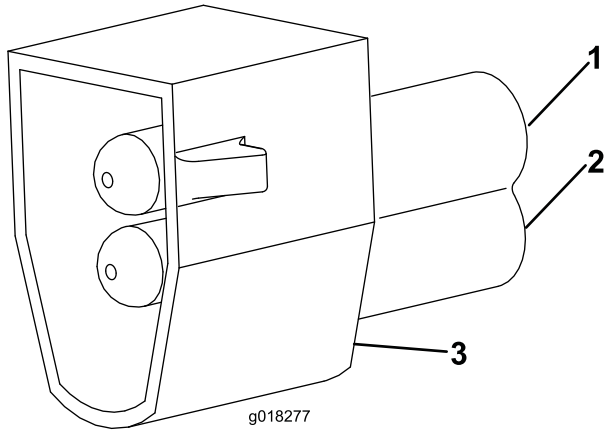

Figure 9
3. Poussez le connecteur PM2 sur les bornes du câble de plaque d'immatriculation (Figure 9).